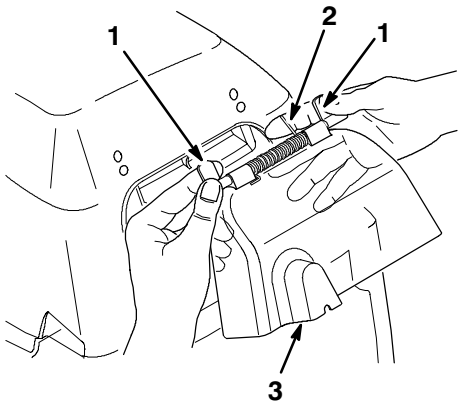

Figure 11
1. Install the mounting tabs onto the rain shield mounting pins (Fig. 11).
2. Rotate the straight end of the spring and hold it up in the vertical position (Fig. 11).